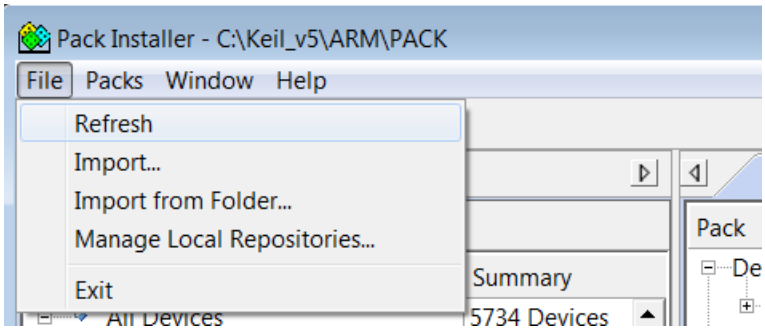

Figure 21. Refresh Pack after installation
5. After installation, use **File** > **Refresh** as shown in the "Refresh Pack after installation" figure (Figure 21) to update your pack proprieties.